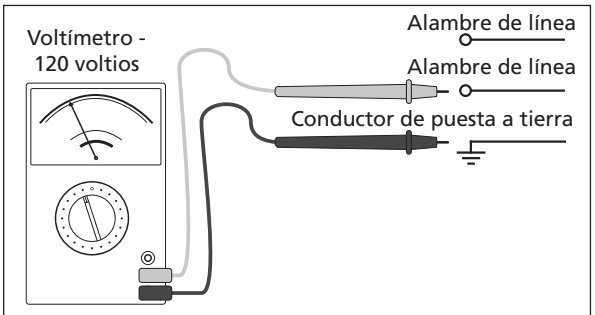

Figura 7
1. Revise la fuente del cableado antes de continuar con la instalación. Confirme el voltaje con un voltímetro de fase a tierra (consulte la figura 7).